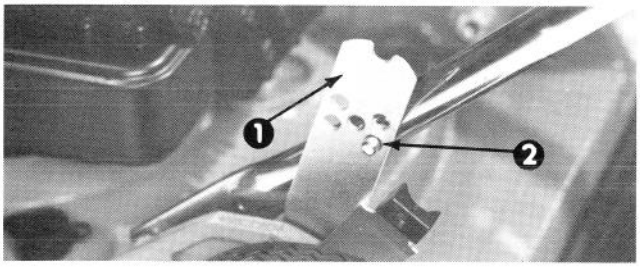
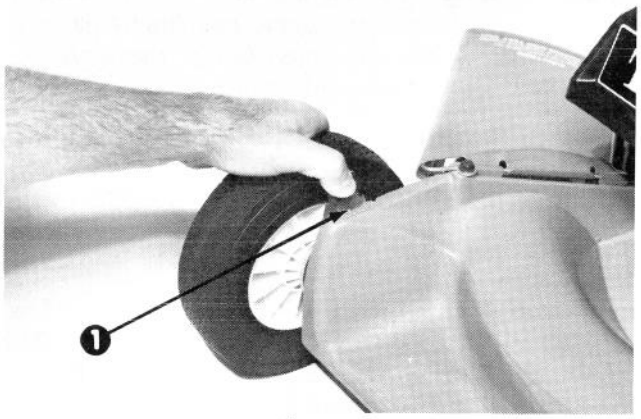

Figure 2
Figure 3
2. Move the complete handle and the handle latches backward, and slide pins on outside of lower handle into bottom rear hole in handle latches (Fig. 2).
3. Set all wheels in 2 inch (51 mm), mid position (Fig. 3): refer to Adjust Height-of-Cut, page 8. Step behind handle and check its height. If higher or lower handle height is desired, position pins into one of the other holes in the latches (Fig. 2).